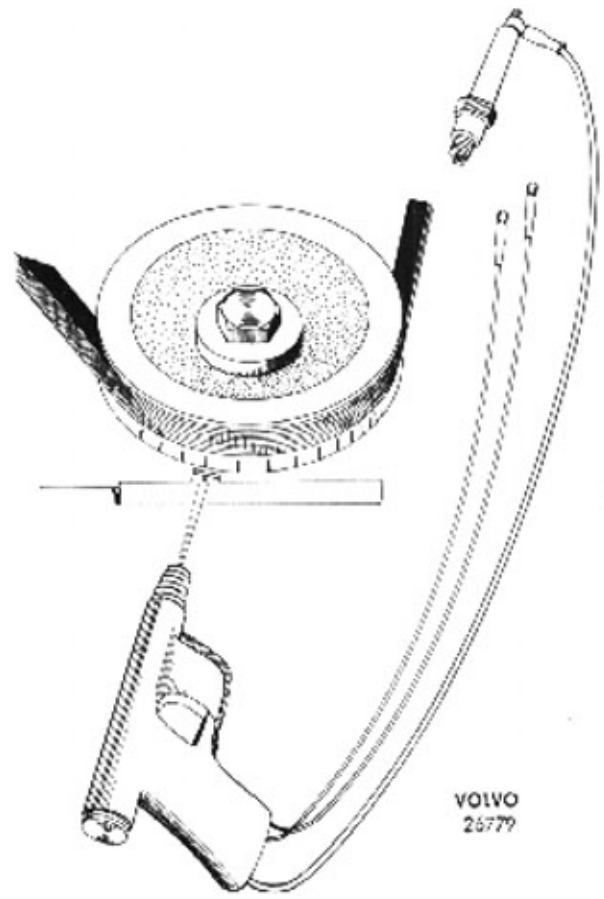

Bild 34-16. Tändinställning
3. Koppla lampan med högspänningskabeln till **2:ans** tändstift och till batterispänningen med de andra ledningarna. Se bild 34-16.